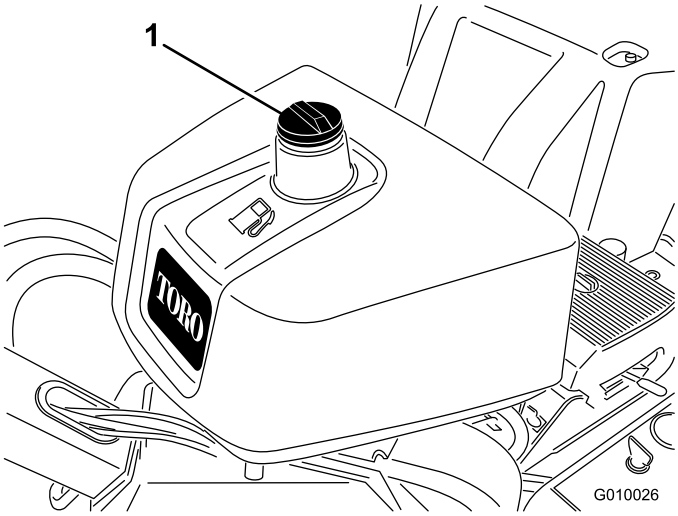

Figuur 15
2. Reinig de omgeving van de tankdop en verwijder deze (Figuur 15).